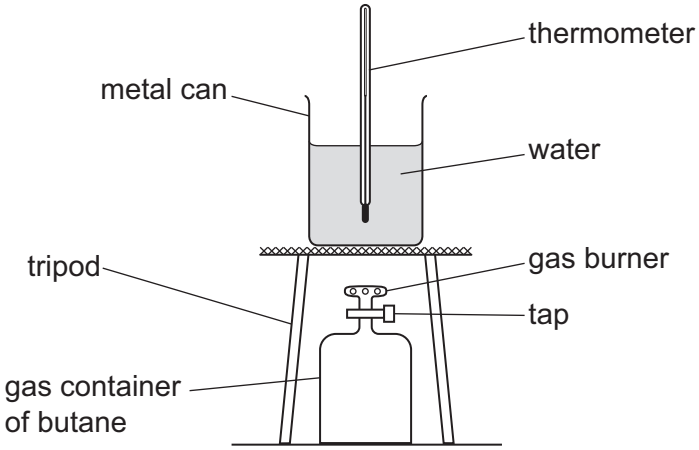

Fig. 2.1
2 The enthalpy change of combustion, ΔH_c, of butane, C_4H_{10}, can be determined using the apparatus shown in Fig. 2.1.
step 4 Set up the apparatus as shown in Fig. 2.1.